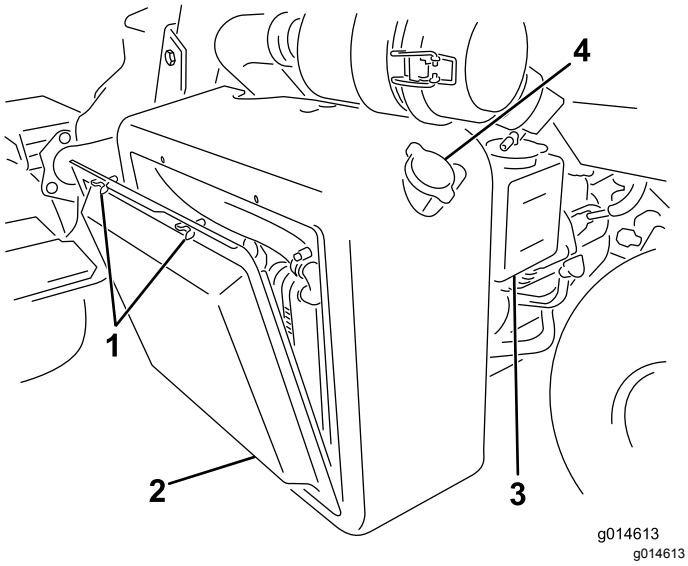

Figur 52
1. Ta bort kylargallret (Figur 52).